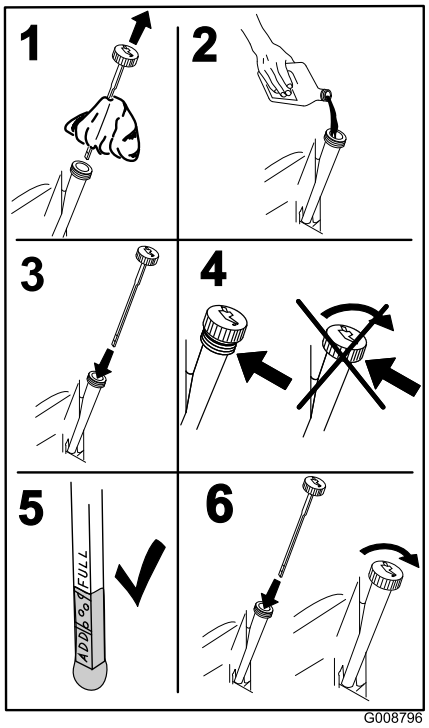

Figuur 52
5. Giet langzaam ongeveer 80 % van de gespecificeerde olie in de vulbuis en voeg langzaam de rest van de olie toe tot het peil de markering **Vol** bereikt (Figuur 52).